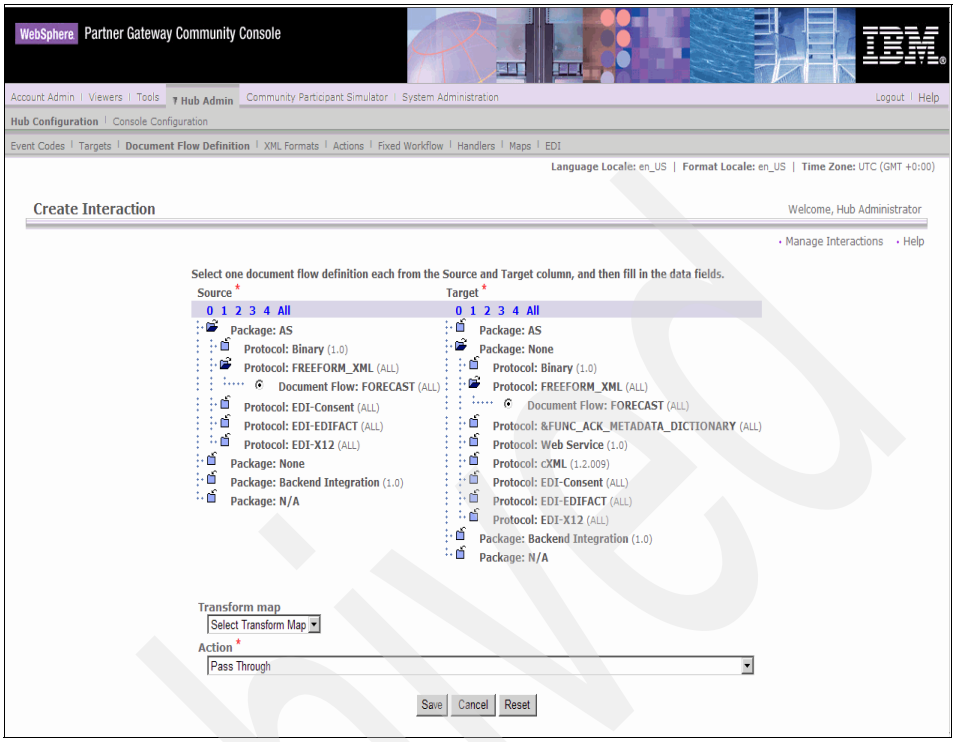

Figure 10-11 Creating an interaction from AS to None for FREEFORM_XML
4. We need an interaction from AS/FREEFORM_XML/FORECAST to None/FREEFORM_XML/FORECAST, which is the interaction shown in Figure 10-11 on page 294. For Action, select **Pass Through** and click **Save**.